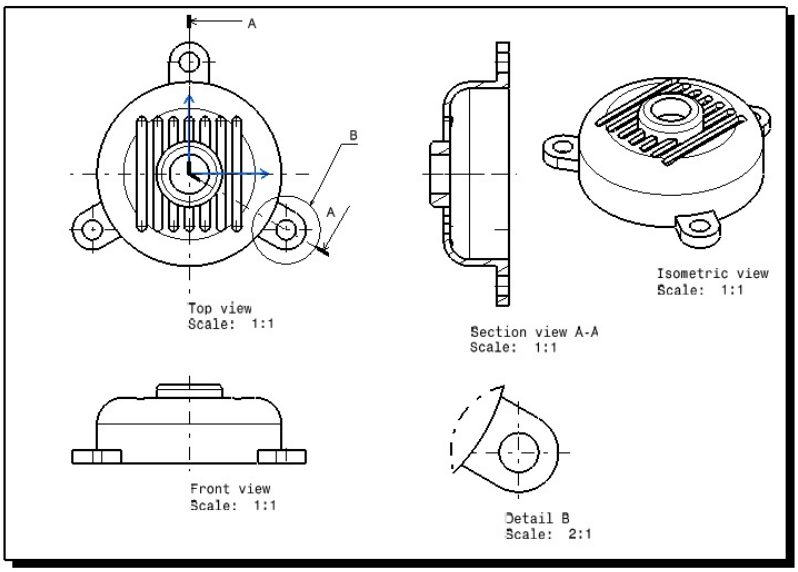

Figure 13-54 *The final drawing sheet with all the views*
h. Generate the isometric view, refer to Figure 13-54.
The final drawing sheet after generating all drawing views is shown in Figure 13-54.